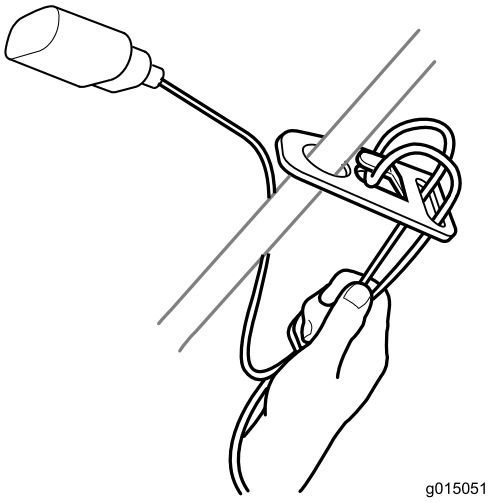

Figuur 7
1. Leg een lus in het verlengsnoer en zet deze vast in de snoerhouder (Figuur 7).